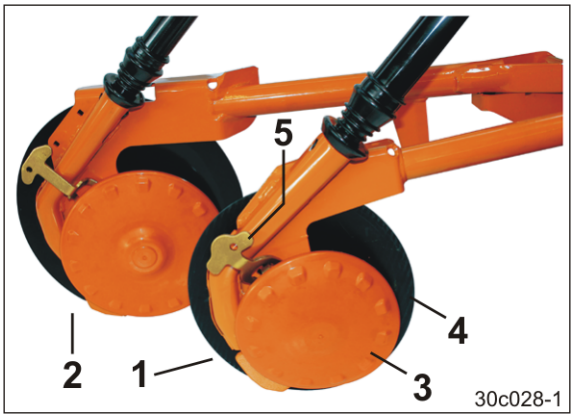

Fig. 101
RoTeC-skærene (Fig. 101/1) og **RoTeC+**-skærene (Fig. 101/2)
Den fleksible plastskive (Fig. 101/3)
- renser bagsiden af såskiven (Fig. 101/4)
Når der arbejdes med høj kørehastighed bevæger såskiven, der står på skrå i forhold til kørselsretningen (Fig. 101/4), ikke ret meget jord.
Plastskiven indstilles eller afmonteres uden brug af værktøj ved hjælp af håndgrebet (Fig. 101/5).